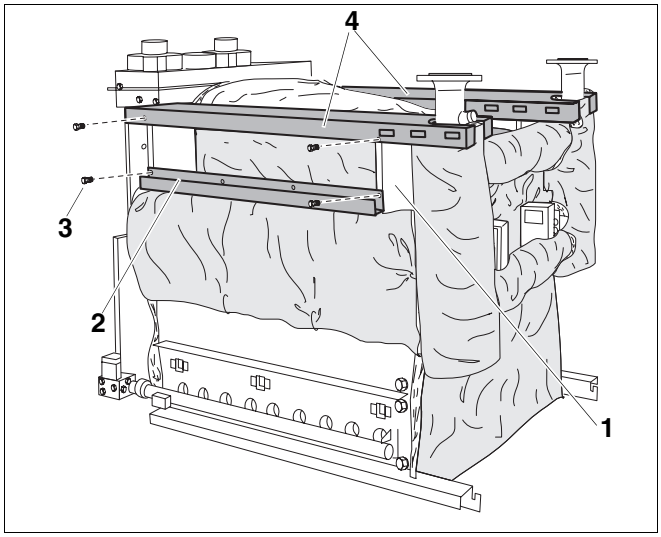

Afb. 70 Zijdelingse ketelafdekkap en kabelgoten monteren
- De beide zijdelingse ketelafdekkappen (afb. 70, **pos. 4**) worden op de consoles (afb. 70, **pos. 1**) gelegd en daar met schroeven met vlakke kop 3,9 × 9,5 (afb. 70, **pos. 3**) bevestigd.
- Schroef de beide kabelgoten (afb. 70, **pos. 2**) vooraan en achteraan aan de consoles (afb. 70, **pos. 1**) met schroeven met vlakke kop 3,9 × 9,5 (afb. 70, **pos. 3**) (onderste opening in de console).